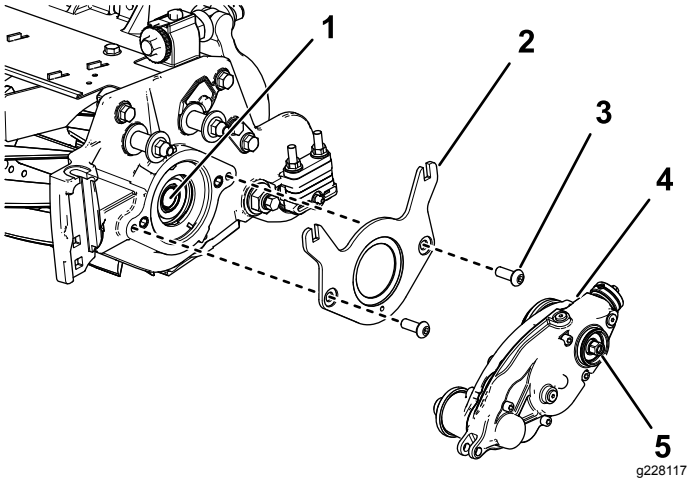

図 8
2. ウェイト用ブラケットをリールに固定する六角ソケットボタンヘッド付きボルト⅜ x ¾"2本で 図 8のように取り付ける。
3. 内部のリールシャフトのねじ部分に、中程度のねじ山ロッキングコンパウンドBlue Loctite® 243などを塗る図 8。
4. グルーマ駆動ボックスをリールシャフトに取り付ける図 8。